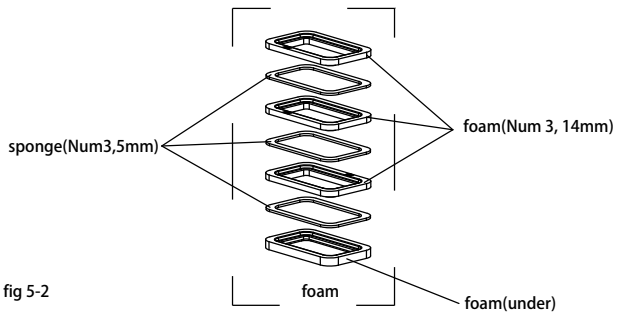

fig 5-2
5. Before installing the air duct assembly of the indoor unit of recreational vehicle air conditioner, assemble the foam assembly according to the thickness of the vehicle's top. After simulated installation, use an appropriate amount of sponge and foam assembly. Stick the sponge and foam assembly with double faced adhesive tape (prepared by user) (See fig.5-2, 5-3).